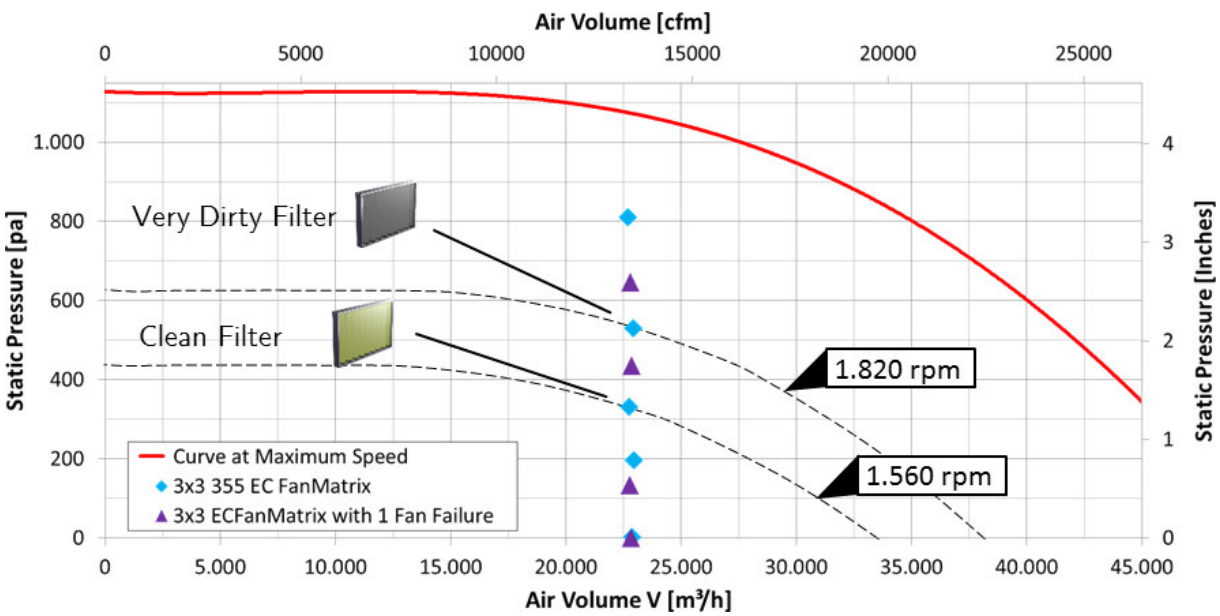

Figure 13: Constant Air Flow Control 22.500 $^{m^3}/_{\mathrm{h}}$ (13,243 cfm)
- In Fig. 13, a Constant Air Flow Control of 22.500 $^{m^3}/_{\mathrm{h}}$ (13,243 cfm).
In both cases, the measured points (diamonds and triangles) are equivalent to unique operating points of the system. The conclusion to be drawn from the two examples is, that a **System may change** as a result of Dampers opening, closing and or change in Pressure due to dirty Filters, but the **Fans always maintain the desired conditions**. The Red Curve in Fig. 13 and 14 on the facing page is representative of the Rosenberg ECFanGrid, operating at maximum speed.